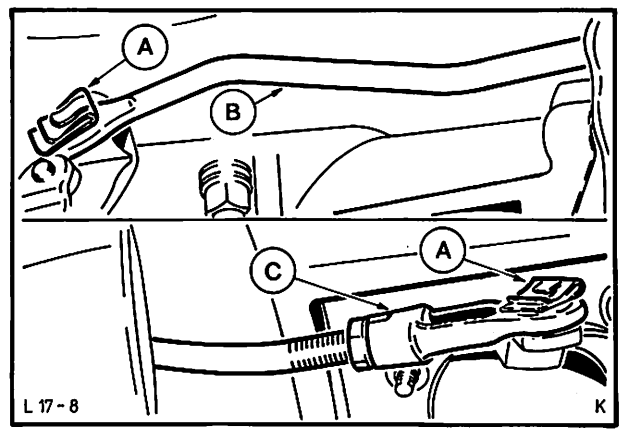

Abb. 19 Schaltstange
6. Die beiden Clipse (Schaltstangenbefestigung) entfernen und anschließend Schaltstange abnehmen. Abb. 19.